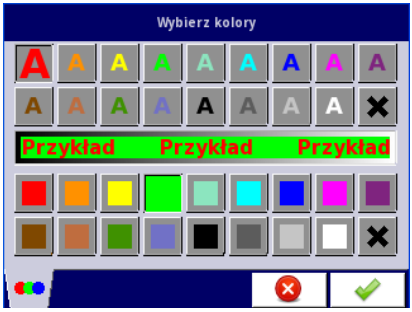

Rys. 7.57 Okno edycji koloru
- **Kolor** – ustala kolor tła kanału oraz czcionki podczas podświetlenia (patrz **Rys. 7.57**),